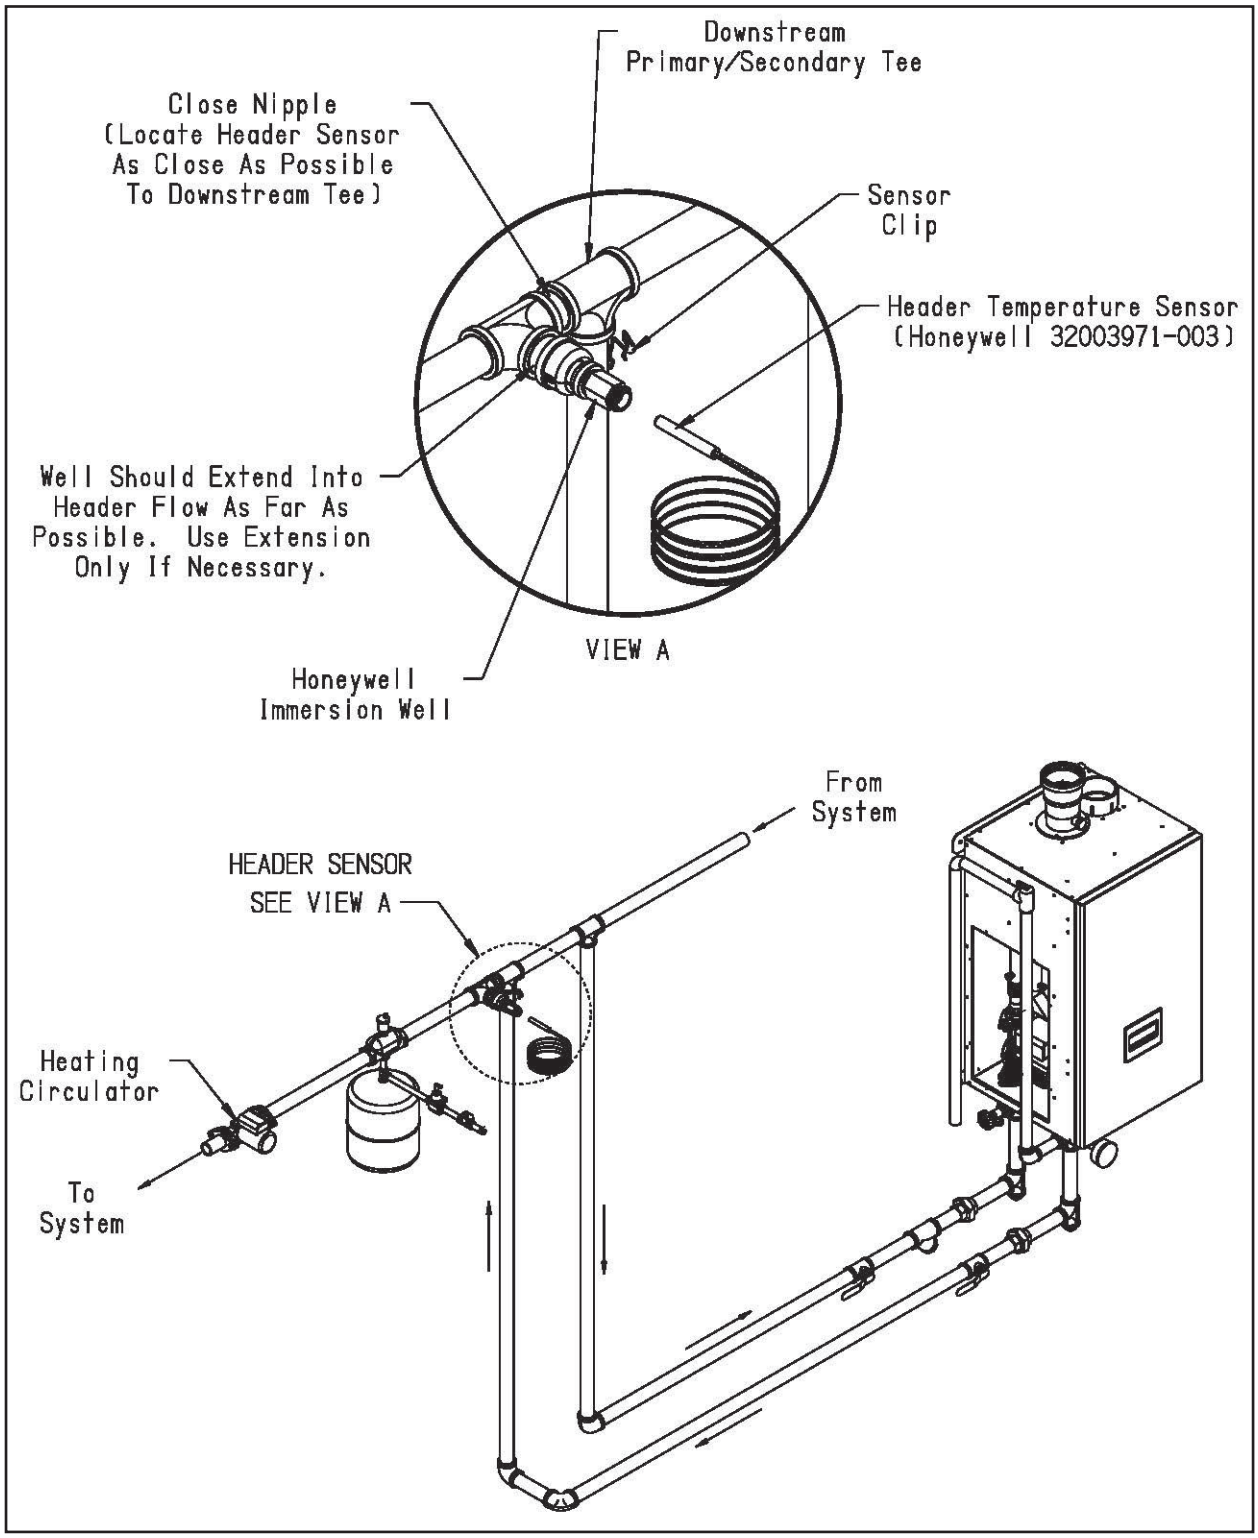

Figure 10.4: Proper Installation of Header Sensor
e) Header Sensor - When this sensor is installed and enabled, the boiler will attempt to maintain the target water temperature in the header rather than in the supply. Where the system flow rate varies widely, the use of a header sensor allows the temperature of the water being sent to the radiation to be more accurately controlled. Use only the Honeywell 32003971-003 (103104-01) sensor listed above. Locate this sensor immediately downstream of the second primary-secondary Tee (Figure 10.4). Installation of this sensor in a well, as opposed to on the surface of the header, is highly recommended. The sensor wiring should be routed away from sources of electrical noise. Where it is impossible to avoid such noise sources, wire the sensor using a 2 conductor, UL Type CM, AWM Style 2092, 300Volt 60°C shielded cable. Connect one end of the shielding on this cable to ground. See Section XII for information on enabling the header sensor.